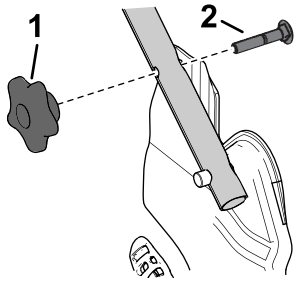

Figuur 23
1. Verwijder en bewaar de 2 handgreepknoppen en 2 slotbouten van de handgreepbeugels (Figuur 23).